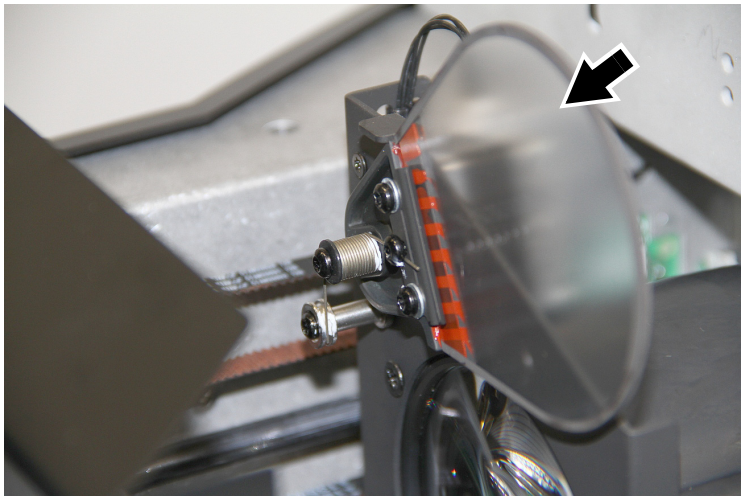

**Figure 26: Filtre de Frost**
3. Déplacez le zoom vers l'avant de la tête pour faciliter l'accès au filtre de frost (voir Figure 26). Si vous laissez la tête basculée vers le bas, la pesanteur maintiendra le zoom en butée à l'opposé du frost.